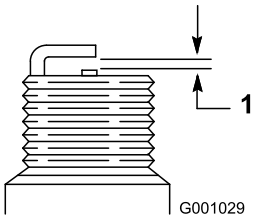

Figur 35
7. Justera elektrodgapet på det nya tändstiftet till 0,76 mm (Figur 35).